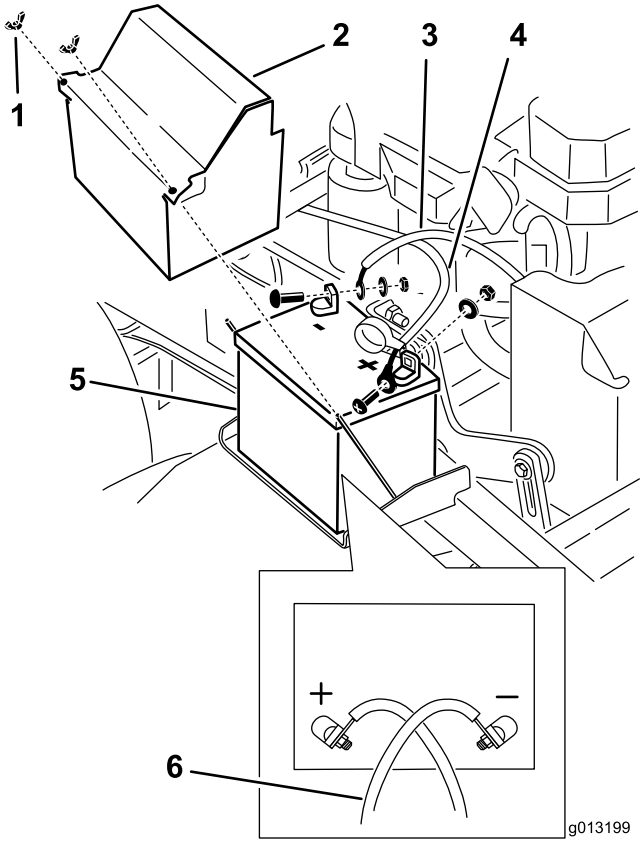

Figuur 52
3. Maak de minkabel los van de minpool (-) van de accu (Figuur 52).
5. Verwijder de pluskabel (rood) van de accu (Figuur 52).
6. Verwijder de bevestigingsplaat van de accu (Figuur 52) en verwijder de accu.
1. Plaats de accu op de juiste plaats in de machine (Figuur 52).
3. Bevestig de pluskabel (rood) aan de pluspool (+) van de accu met een moer, ring en bout (Figuur 52).
5. Bevestig de minkabel en de aardingskabel aan de minpool (-) van de accu met een moer, ring en bout (Figuur 52).
Opmerking: De accukabels kruisen elkaar als deze niet op de juiste wijze zijn aangesloten (Figuur 52).